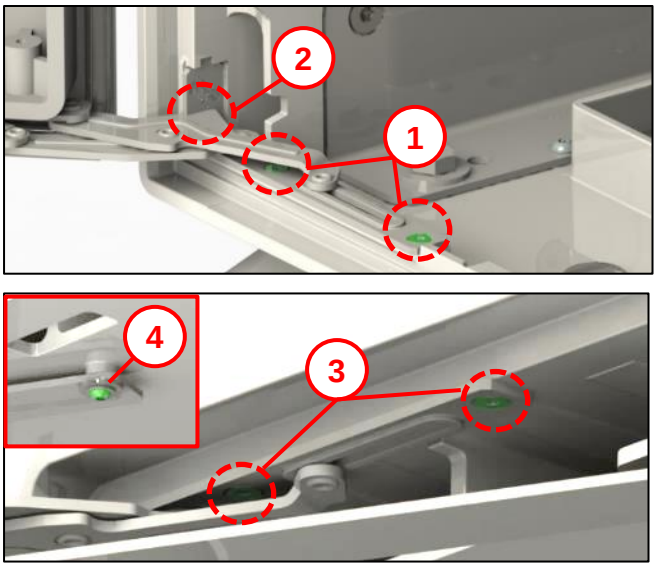

Abb. 66
- Neues Gehäuse auf Sockel setzen und Türscharniere wie bei Abb. 66 wieder montieren.